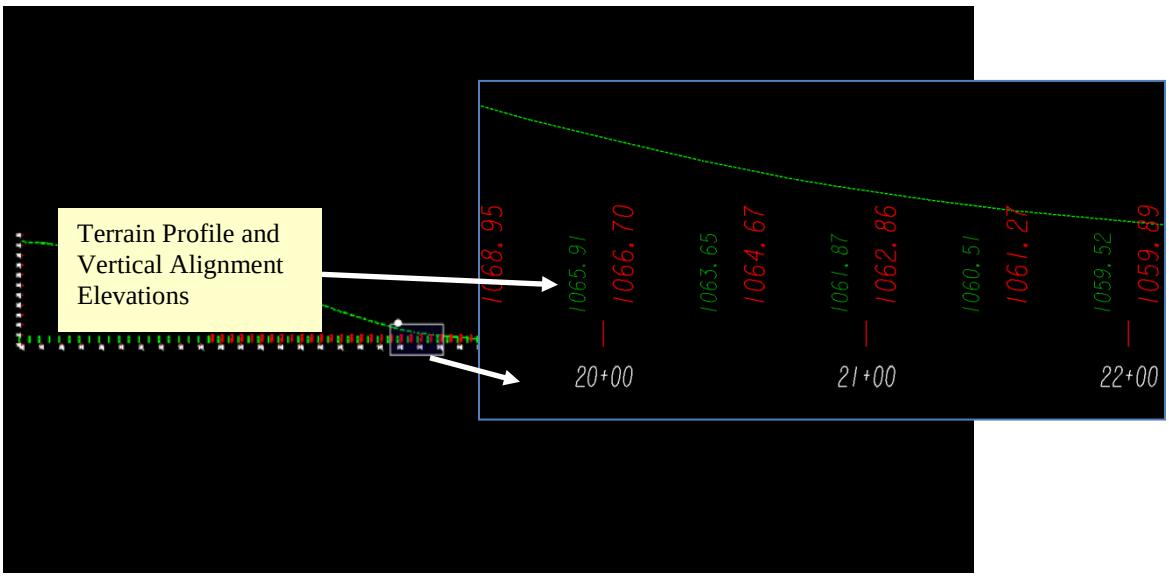

Figure L4-15 MicroStation Window
38.	**View Terrain Profile and Vertical Alignment Elevations** A Profile Preference will be selected – once the Preference is selected the settings for Alignment **DE7** will be entered into the dialog box. • Click the **Preferences** button. • Under the **Name:** field -- Select the Preference **50h_10v_Profile**. The **50h_10v_Profile** Preference sets up the **Annotate Profile** dialog for viewing of the Terrain Profile and Vertical Alignment Elevations. • Click **Load** and **Close**. • Click **Apply** & click **Close** in the **Annotate Profile** dialog. • The Elevations for the Terrain (Green) and Vertical Alignment (Red) are now viewed in the MicroStation Window as shown in *Figure L4-15*. *The Elevations are viewed.*